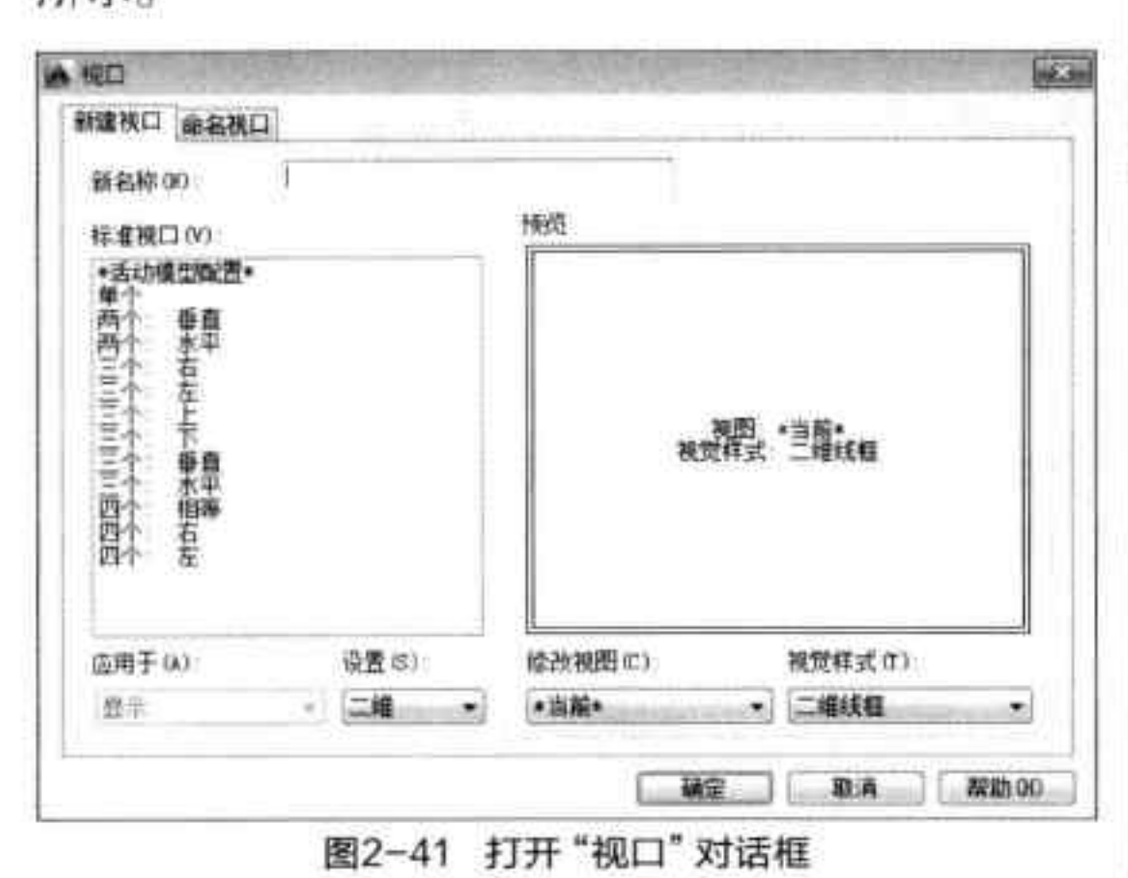

图2-41 打开“视口”对话框
Step 01 在菜单栏中执行“视图 > 视口 > 新建视口”命令，打开“视口”对话框，如图 2-41 所示。